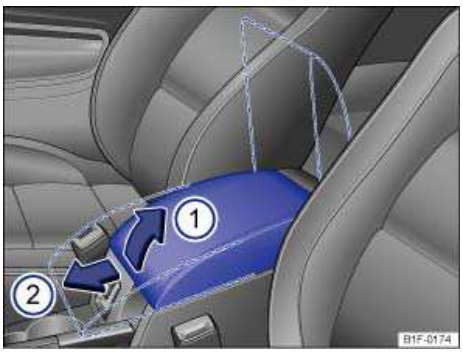

Fig. 49 Front center armrest.
To *raise* the center armrest, pull the armrest and latch upward in the direction of the arrow ⇒ fig. 49 (1).